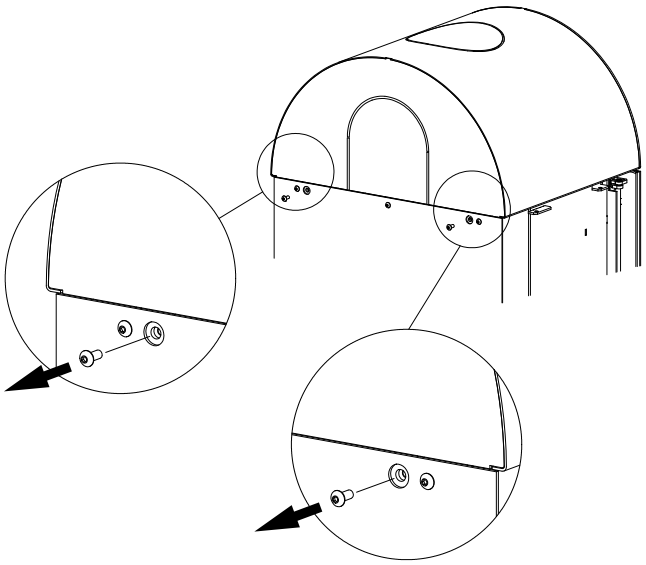

Fig. 2
- Afdekkap achteraan en vooraan los schroeven en verwijderen (zie Fig. 2 – 4).